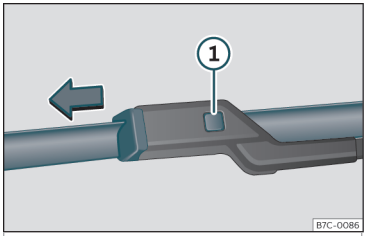

Fig. 41 Cambio de las escobillas del limpiaparabrisas.
- Mantenga presionada la tecla de desbloqueo››› **fig. 41** ① tirando ligeramente de la escobilla en el sentido de la flecha.